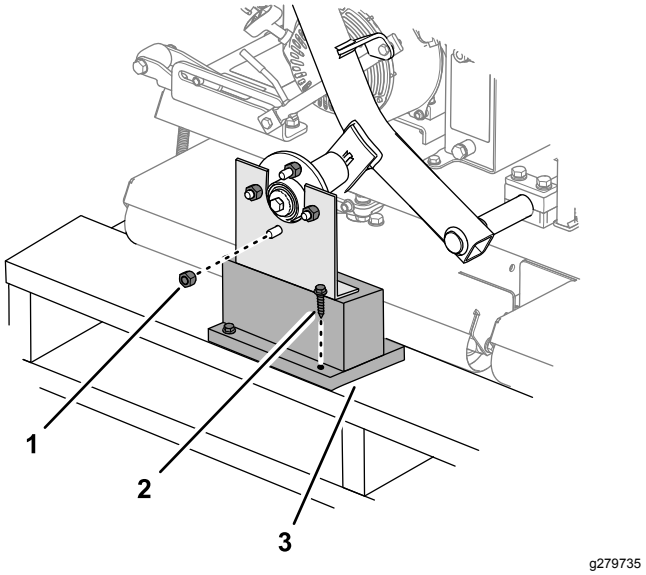

**Figura 3**
1. Retire as porcas de roda que fixam os cubos das rodas ao suporte de expedição (Figura 3).
2. Retire a outra porca da roda enroscada no parafuso do cubo da roda (Figura 3).
3. Retire os parafusos retardadores que prendem os suportes de expedição à palete e retire o suporte (Figura 3).